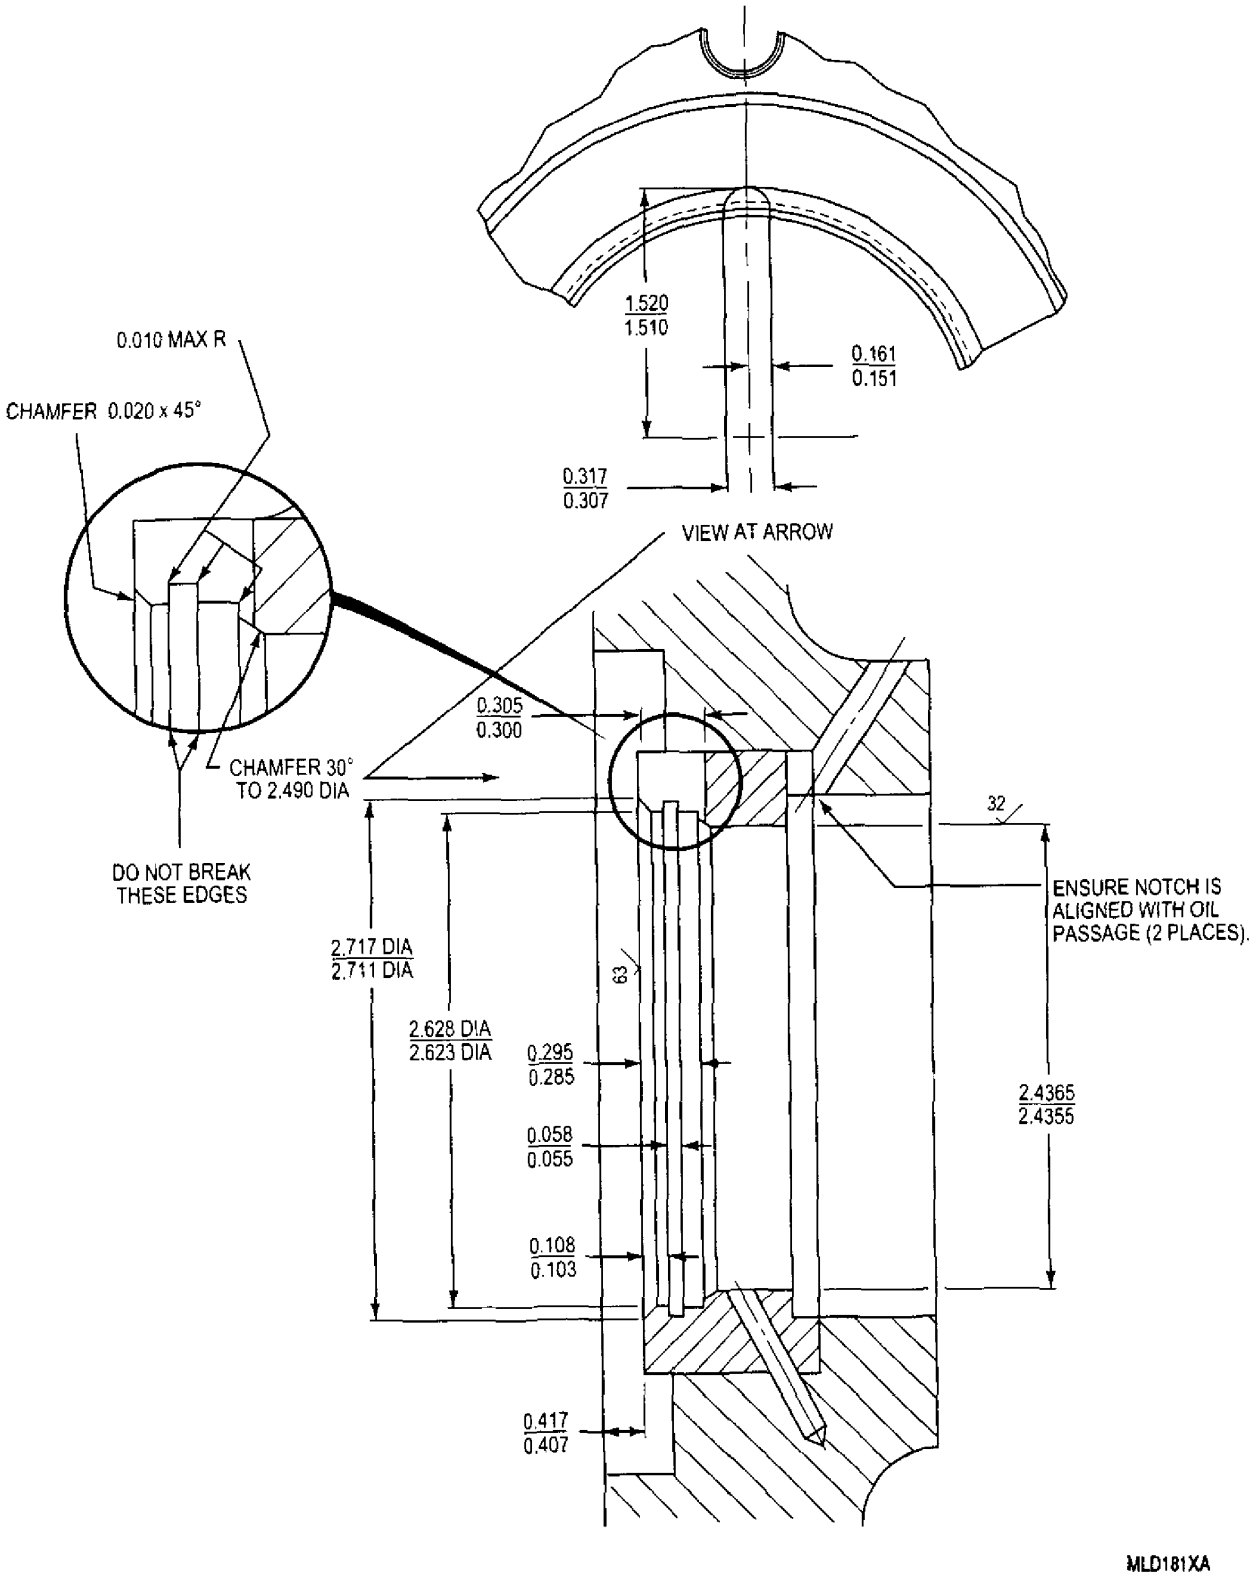

Figure 8. Hydraulic Pump Mounting Pad Seal Bore Machining Limits
13. Alternator, Generator. and Hydraulic Pump Pad − Seal Bore Repair. (figures 8 and 9) Repair damaged seal bores on the alternator, generator, or hydraulic pump pads by metallizing procedures as follows:
j. Machine seal bore to limits in figure 8 or 9.
14. Alternator and Hydraulic Pump Pad Bore − Repair Using Service Repair Ring. (figures 8 through 11)
d. Machine sleeve ID face and slot as shown in figure 8 or 9. The seal bore diameter must be concentric with the bearing cage bore within 0.002 in. FIR and square with the housing forward flange within 0.0005 in. per in.